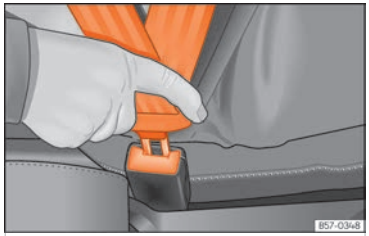

Fig. 21 Inserir la llengüeta del cinturó de seguretat en el seu tancament.
- Encasteu la llengüeta en el tancament del seient corresponent ››› **fig. 21**.